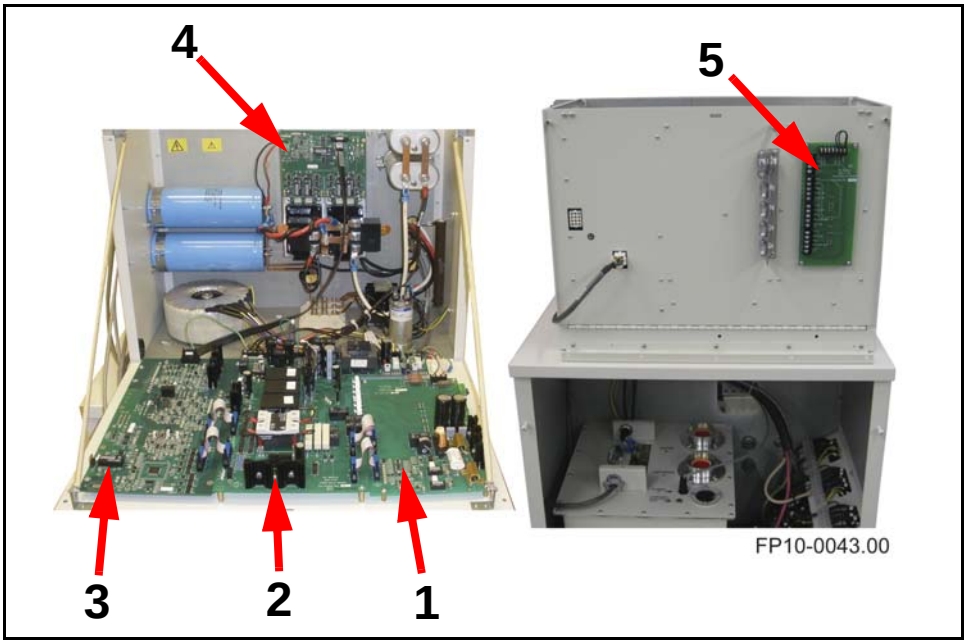

Figure 6-10. Board locations
There are five boards on the Anthem generator. They are all located inside the upper cabinet as shown in Figure 6-10.
3. Unplug all connectors to the Filament Board (1 in Figure 6-10).
3. Disconnect all leads and ribbon cables to the Power Relay Board (2 in Figure 6-10).
3. Unplug all connectors to the Main Control Board (3 in Figure 6-10).
3. Unplug all connectors to the IPM Driver Board (4 in Figure 6-10).
3. Disconnect all connections to the Room Interface Board (5 in Figure 6-10).